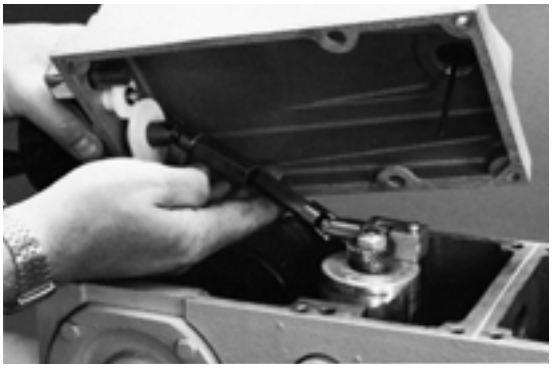

Figura 58
El actuador AE se encuentra conectado al cuerpo oscilante mediante cardanes y un eje de movimiento alternativo (Figura 58). También permite la inserción de una manivela externa para ajuste manual.
3. Sostenga la tapa por encima de la bomba. Bájela lentamente, colocándola en posición, al tiempo que, con cuidado, inserta el eje en su actuador (Figura 58). Asegúrese de que el indicador de longitud de carrera se mantenga a cero.